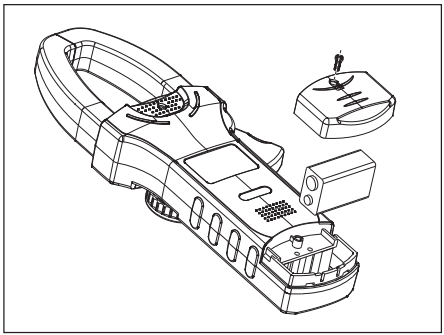

Figure 12
**B. Replacing the Battery** (see figure 12)